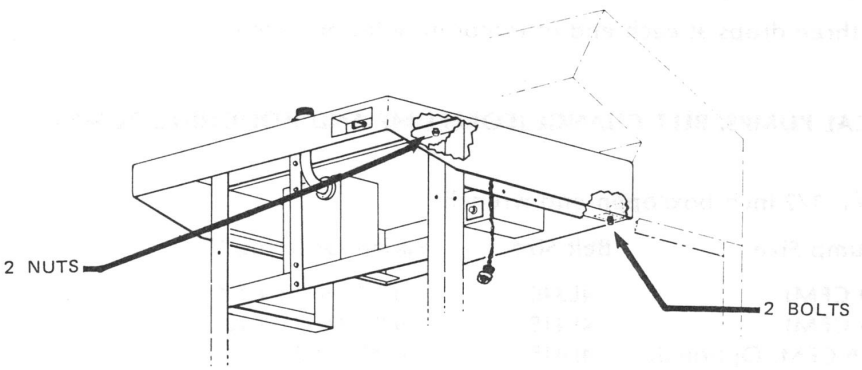

Figure 6-7. Removing Stainless Steel Counter Top
b. Using 7/16-inch socket wrench, remove the two nuts in the front top frame member and the two bolts at the rear of the side frame members (Figure 6-7).